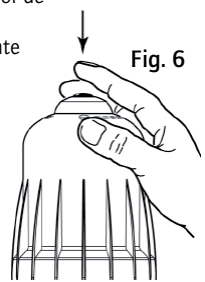

Fig. 6
- Pulsar el conducto de evacuación en la parte superior de la campana **(Fig. 6)**.